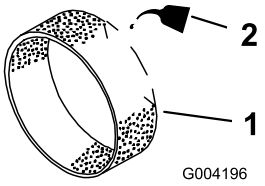

Figur 15
3. Häll 29,6–59,1 ml olja på förfiltret (Figur 15).